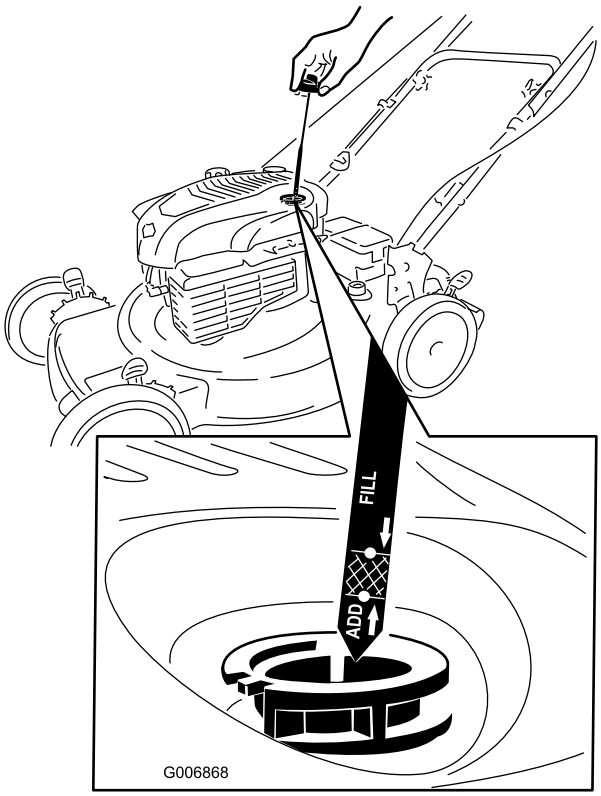

Bild 29
2. Ziehen Sie den Peilstab heraus (Bild 29).
4. Füllen Sie das Öl **langsam** in den Einfüllstutzen ein, um den Ölstand auf die Marke **Voll** am Peilstab anzuheben.Bild 29 **Füllen Sie nicht zu viel ein.** (Max. Füllstand: 0,59 l des Typs: Waschaktives SAE 30-Öl mit der Klassifizierung SF, SG, SH, SJ, SL oder höher durch das American Petroleum Institute (API).)